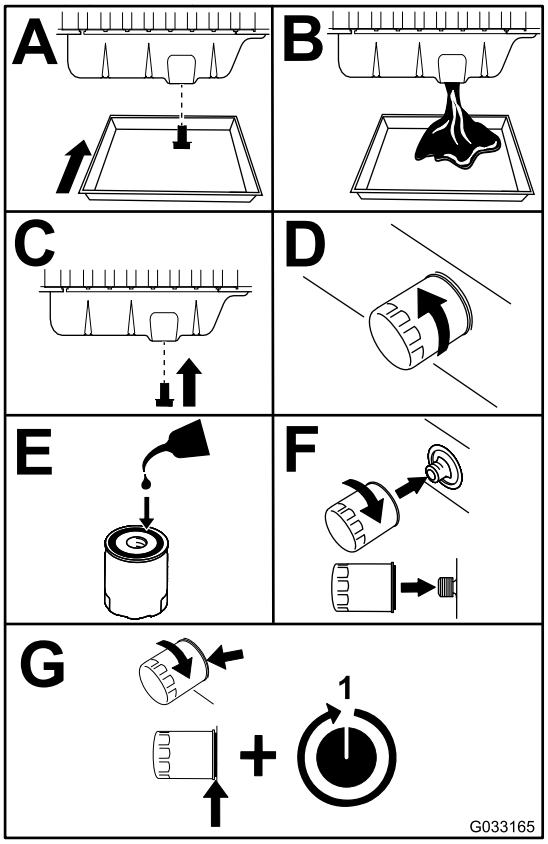

Figur 53
3. Byt motorns olja och filter (Figur 53).